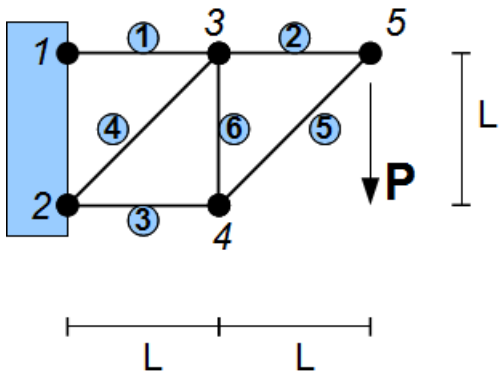

FIGURE 2 – Géométrie de la console
Une structure en console, destinée à suspendre une charge, est composée d'un assemblage de six barres boulonnées entre elles dans le plan vertical, et accrochée à un mur rigide (cf. Figure 2). On veut connaître le déplacement des nœuds résultant de la déformation des barres lorsqu'on suspend la charge à l'extrémité de la console.
2. Déterminer le tableau de connectivité pour la numérotation de la Figure 2.